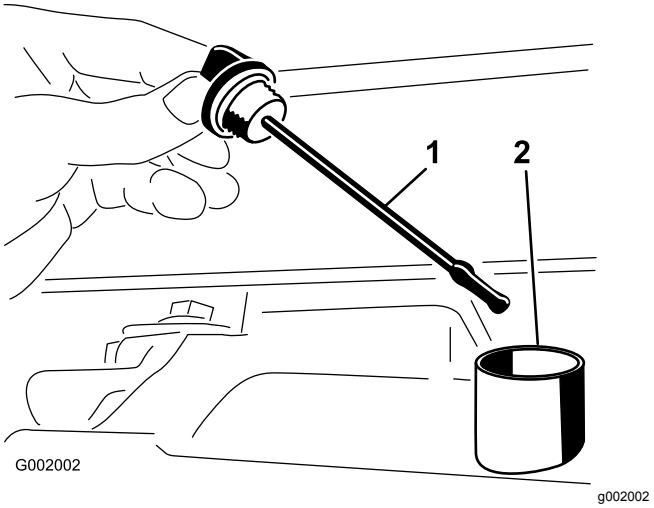

Figur 49
2. Ta ut stickan du kontrollerar växellådans oljenivå med och torka av den med en ren trasa (Figur 49).